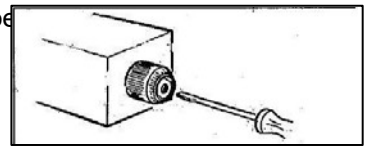

Рис. 3.4
- При помощи отвертки вставить контактный шток в середину электроклапанов (см. рис. 3.4), чтобы вручную разблокировать электроклапаны, которые могут быть заблокированы после длительного периода бездействия.